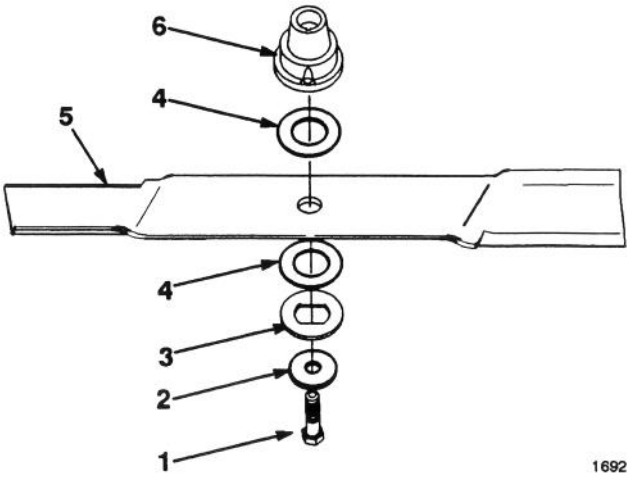

Figure 20
5. REMOVING BLADE—Grasp end of blade using a rag or thickly padded glove. Remove blade bolt, washer, retainer, shim, blade, shim and blade retainer (Fig. 20).